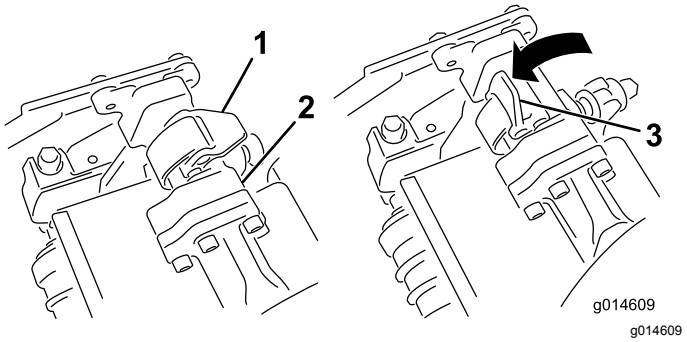
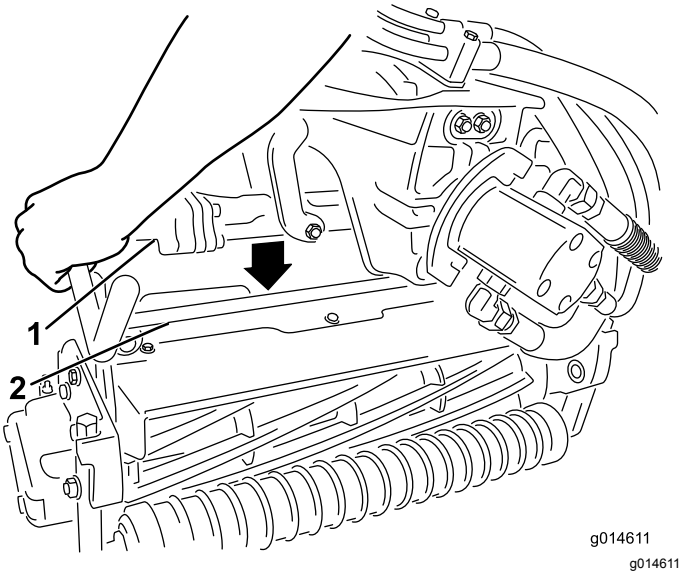

Figur 42
Figur 43
3. Åpne låsene på hjulopphengsarmbøylen slik at de peker opp (dvs. at de er åpne) (Figur 42), og trykk hjulopphengsarmen ned så bøylen ligger over klippeenhetens bøyle (Figur 43).
4. Skyv låsene ned og rundt klippeenhetsbøylen og lås dem slik at de sitter på plass (Figur 42).
4. Åpne låsene på hjulopphengsarmbøylen til klippeenheten du skal fjerne (Figur 42).